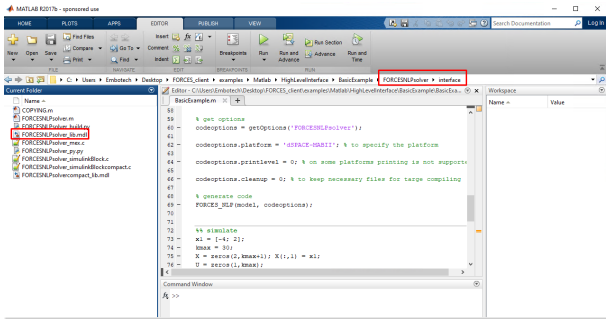

Figure 10.5: Open the generated Simulink solver model.
5. (Figure 10.5) Open the `FORCESNLPsolver_lib.mdl` Simulink model file, contained in the `interface` folder of the `FORCESNLPsolver` folder created during code generation.